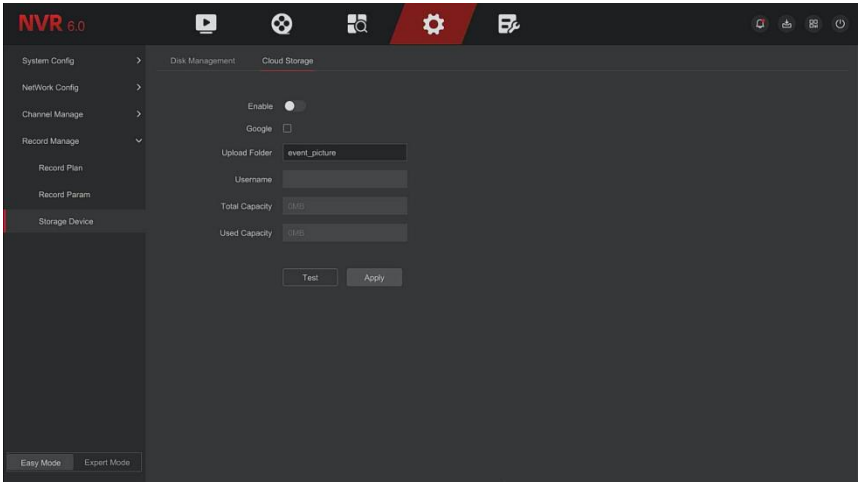

Figure 5-56
Step 1: On the main menu page, select " Config → Easy Mode → Record Manage →Storage Device →Cloud Storage" toenter the cloud storage setting interface, as shown in Figure 5-56.